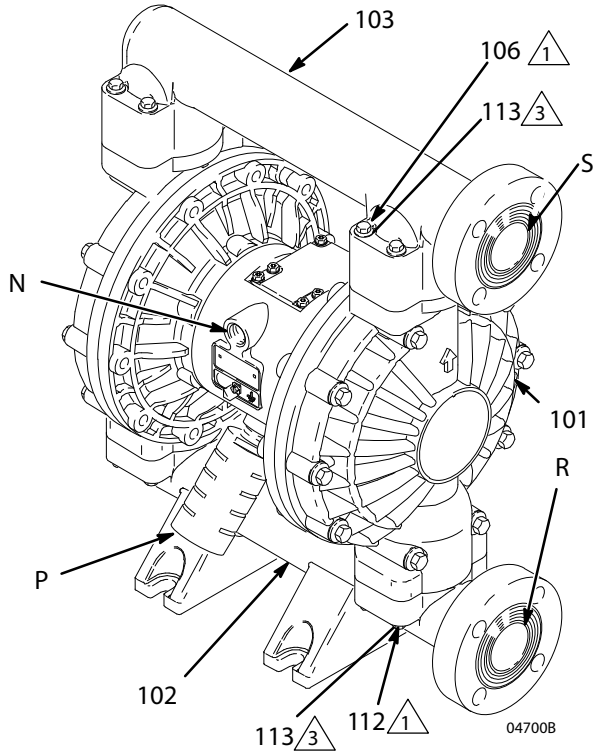

Fig. 4
La pompe est expédiée avec les orifices d'entrée (R) et de sortie (S) du produit orientés dans le même sens. Voir FIG. 4. Pour changer le sens de l'orifice d'entrée et/ou de l'orifice de sortie :
1. Retirer les vis (106 et 112) et rondelles (113) maintenant le collecteur d'entrée (102) et/ou de sortie (103) sur les carters (101).